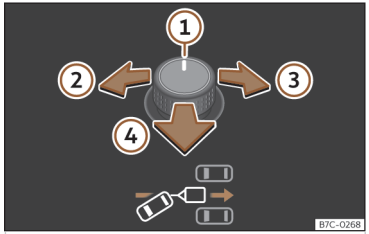
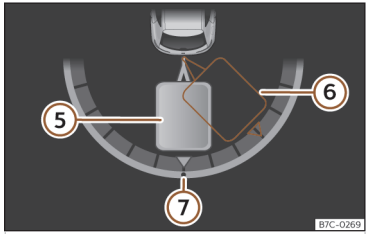

Abb. 162 Drehknopf für die Außenspiegel: Ausrichtung des Anhängers einstellen.
Abb. 163 Bildschirm des Kombi-Instruments: Rückwärtsfahren.
Legende zu ››› **(Abb. 162)** , ››› **(Abb. 163)**:
- Drehknopf kippen, bis die gewünschte Richtung erreicht ist ››› **(Abb. 162)**. Am Bildschirm des Kombi-Instruments erscheint zur Orientierung eine Darstellung des Gespanns in der aktuellen Position ››› **(Abb. 163)**.